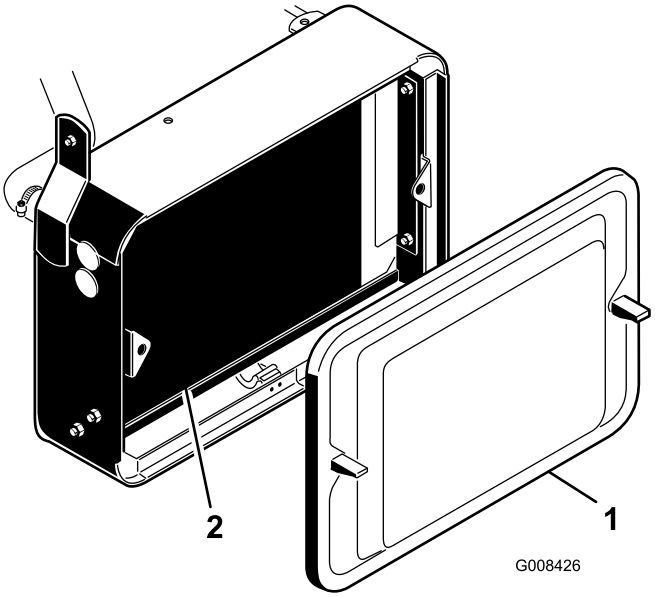

Figur 46
1. Afmonter kølergitteret (Figur 46).